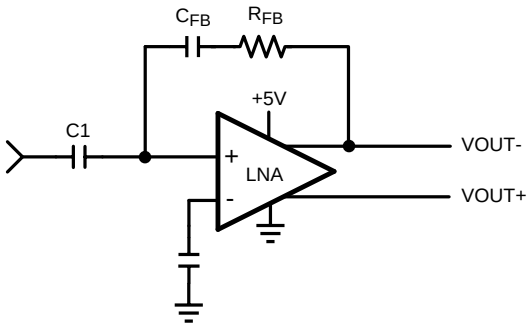

Figure 6-4. Active Termination Schematic
2. Active feedback termination is illustrated in Figure 6-4, where no termination resistor is used and feedback (R_{FB} + C_{FB}) sets the effective input impedance to provide proper cable termination. This termination scheme is employed for improved harmonic distortion and noise performance. With no physical termination resistor, there is no resistor thermal noise degradation of the LNA noise, and thus increased SNR compared to standard termination.